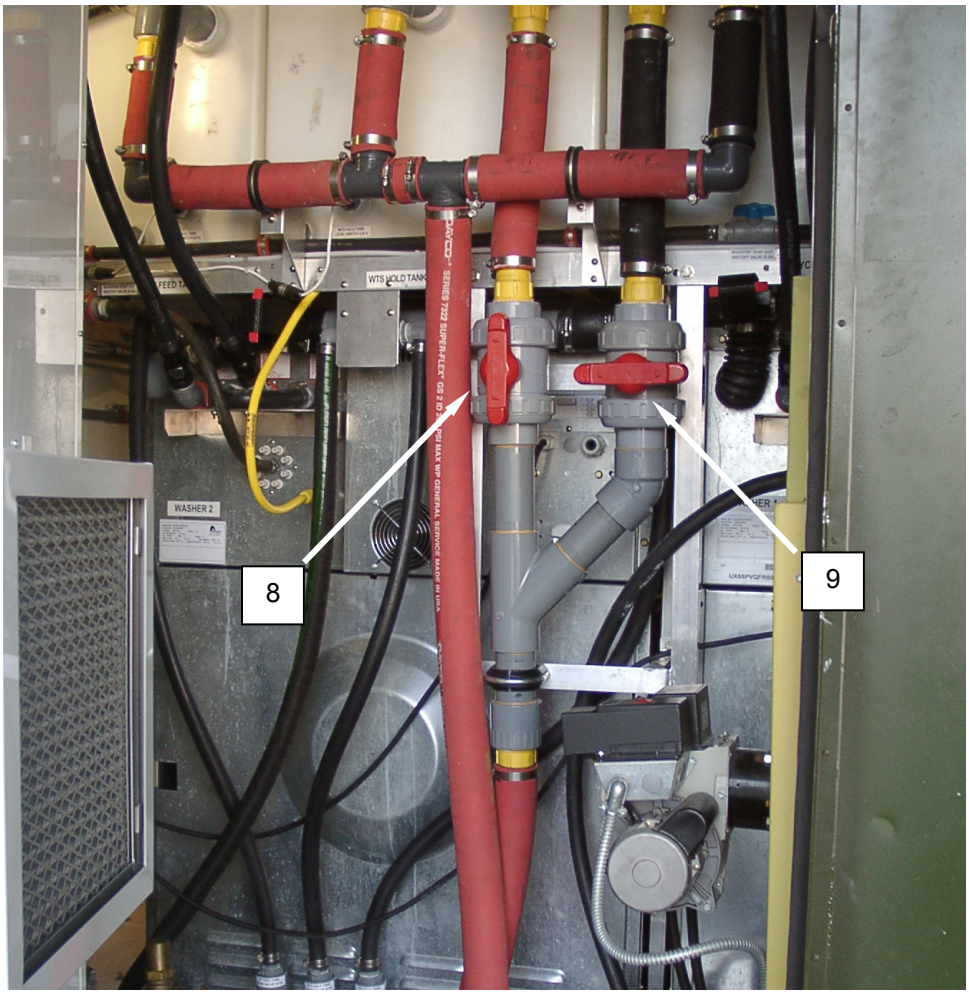

Figure 3. Valves V-15 and V-16.
2. Locate the water reuse selection valves V-15 **(Figure 3, Item 8)** and V-16 **(Figure 3, Item 9)** located behind the washers.